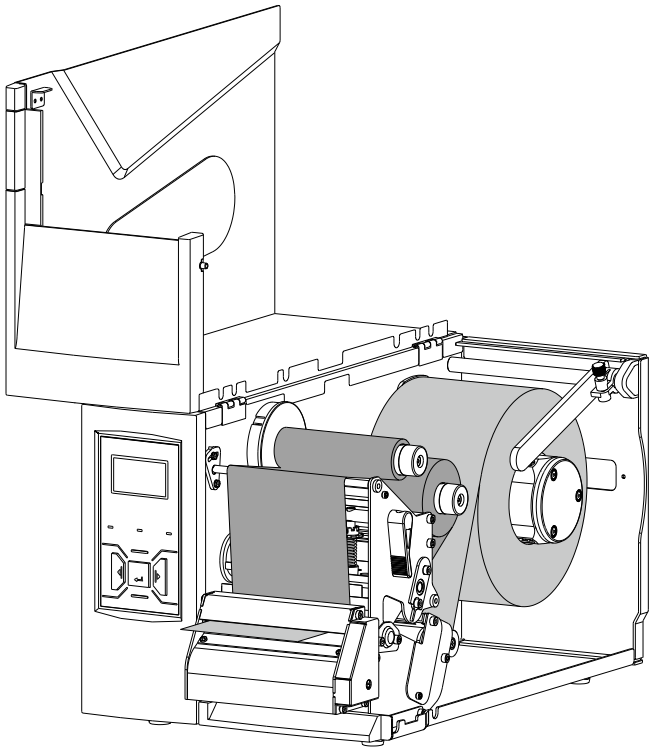

Figure 2-22 Lock the Printhead
7. Turn the Lever clockwise to lock the Printhead in place. As shown in Figure 2-22.
4. Turn the Lever clockwise to lock the Printhead in place, as shown in Figure 2-22.